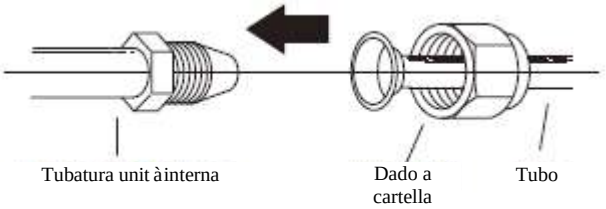

Fig. 5.7
1. Allinea il centro dei due tubi che connetterai. Vedi Fig. 5.7